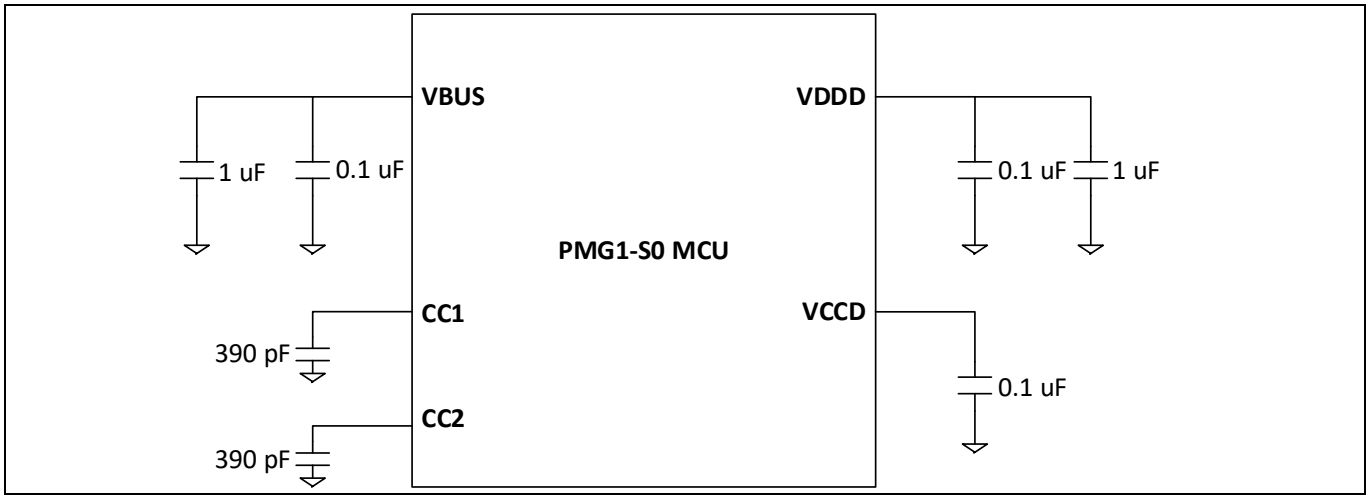
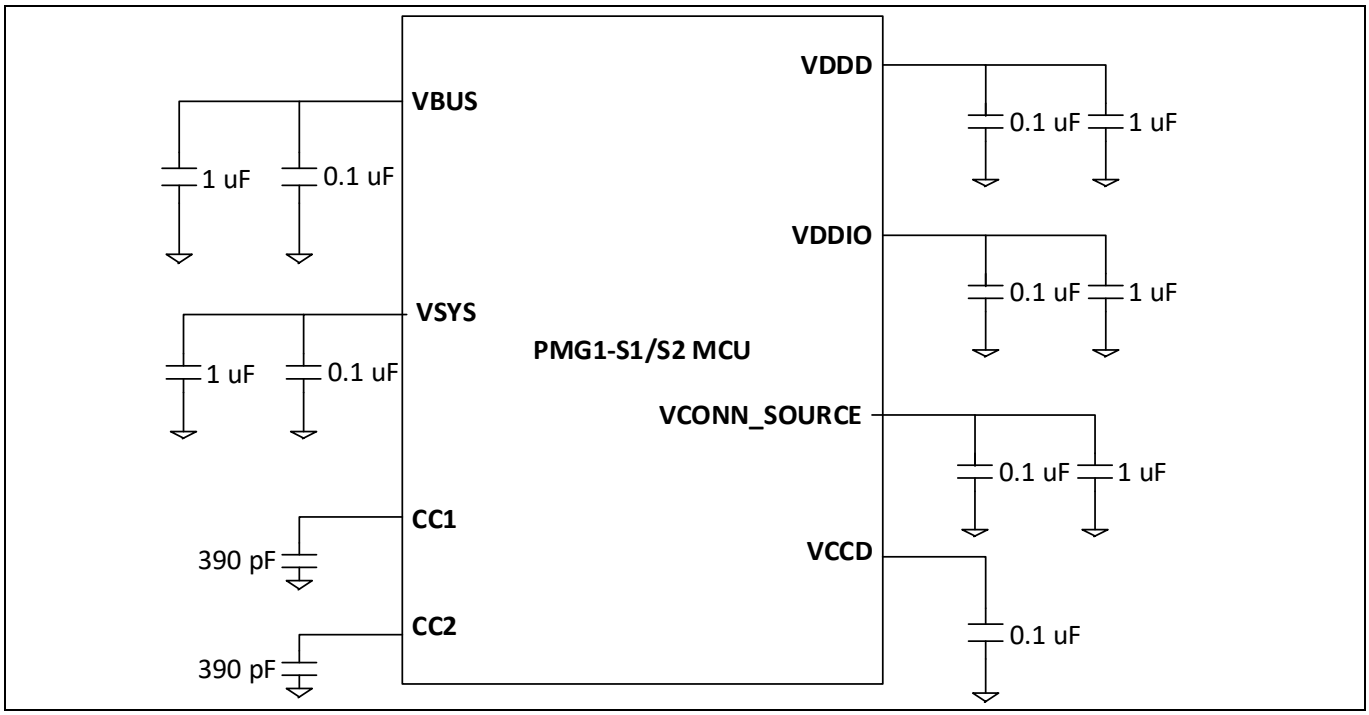

Figure 3 EZ-PD™ PMG1-S0 MCU デカップリング コンデンサ
Figure 4 EZ-PD™ PMG1-S1, EZ-PD™ PMG-S2 MCU デカップリング コンデンサ
- MCU の VBUS ピンが電源入力ピンであることを確認してください。**Figure 3** および **Figure 4** に示すように、Type-C コネクタの電源ピンを VBUS ピンに接続してください。